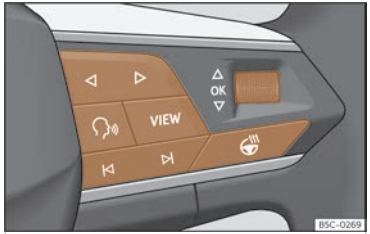

Fig. 10 Right side of multifunction steering wheel: buttons to the menus and informative indications on the instrument panel (depending on the version).
As long as a priority 1 >>> page 25 warning is active, it will not be possible to access any menu. Some warnings can be confirmed and hidden with the OK button of the multifunction steering wheel >>> **Fig. 10**.
- If a message or vehicle symbol is displayed, press the OK button >>> **Fig. 10**; several times if necessary.